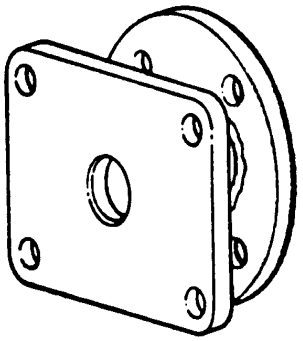
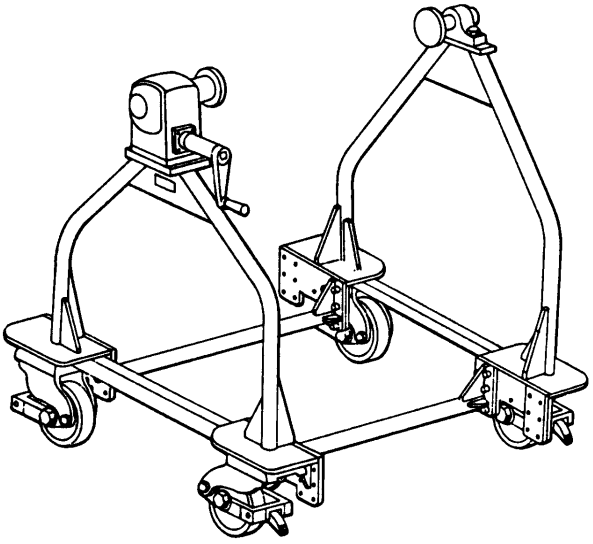

Figure 10. 6797706 Reduction Gear Trunnion Adapter
Figure 11. 6796987 Turnover Stand
f. Install 6797706 trunnion adapter (figure 10) on 6796987 turnover stand (figure 11).